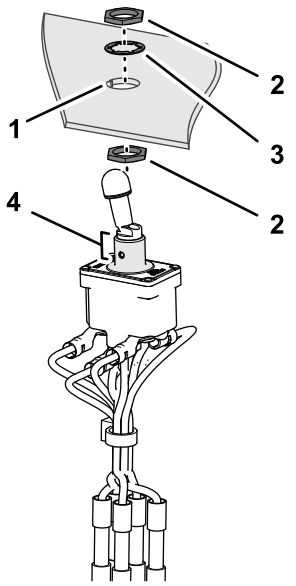

図 7
1. 新しい PTO スイッチにジャムナットを取り付ける図 7。
2. スイッチのキーウェイを、パネル開口部のキーに合わせてスイッチをパネルに取り付ける図 7。
3. 内歯ワッシャとジャムナットを使用して、スイッチをパネルに固定する図 7。